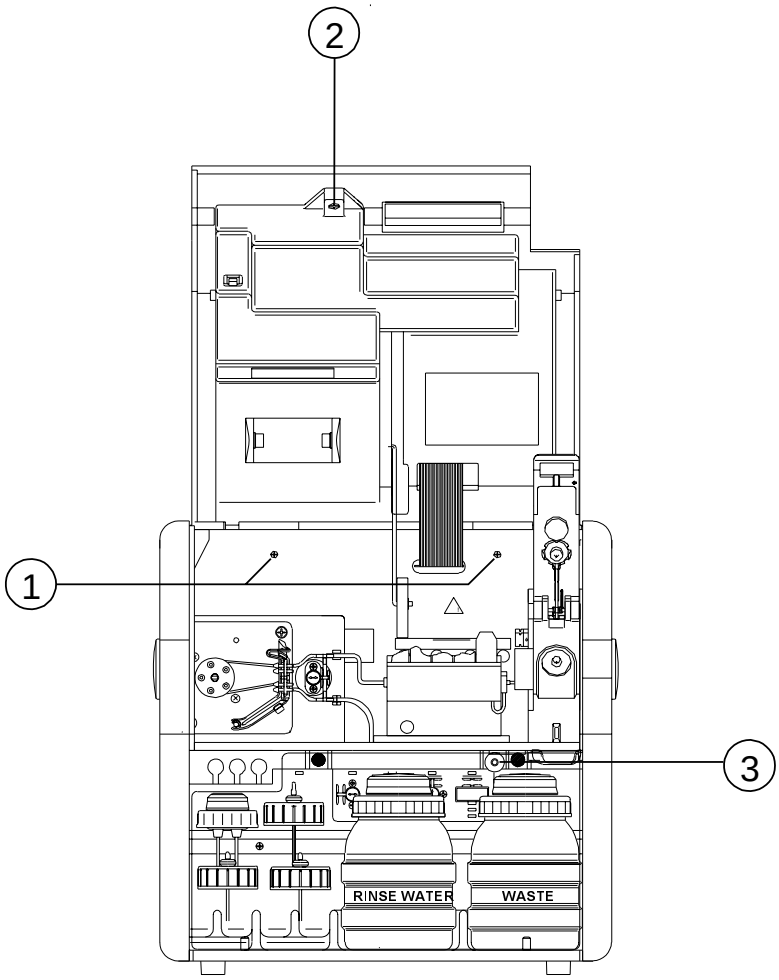

Fig. 5-1: Housing
In order to assembly or disassembly the aggregates, valves, KCl- and vacuum pump, it is necessary to pull back the housing console after removing the 4 screws (see Fig. 5-1, **1**; two screws are accessible from the rear of the analyzer).
2. Pull out the locking knob (see Fig. 5-1, **3**) until resistance is felt.
6. Press the locking knob (see Fig. 5-1, **3**) to secure the block. A spring presses the block onto the sample inlet path in the fixed position.